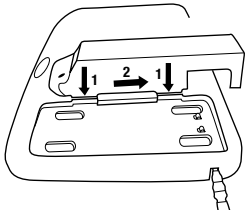

Fig. 1b
- Carregador de Bateria de 4 Estações da 3M™ TR-944N: Insira o TR-340 em uma das portas de carregamento e deslize para trás até travar no lugar apropriado (Fig. 1b). (**NOTA:** a Fonte de Alimentação TR-941N de Estação Individual Versaflo™ da 3M™ não é usada com a TR-340, quando o carregador de 4 estações estiver sendo usado). Insira o cabo de alimentação de DC da fonte de alimentação, fornecida junto com o kit, na base de 4 estações. Plugue o cabo de alimentação numa fonte de AC (100-240 V), como uma tomada. Você pode proceder à carga de qualquer combinação até 4 Baterias Versaflo™ da 3M™, ao mesmo tempo.